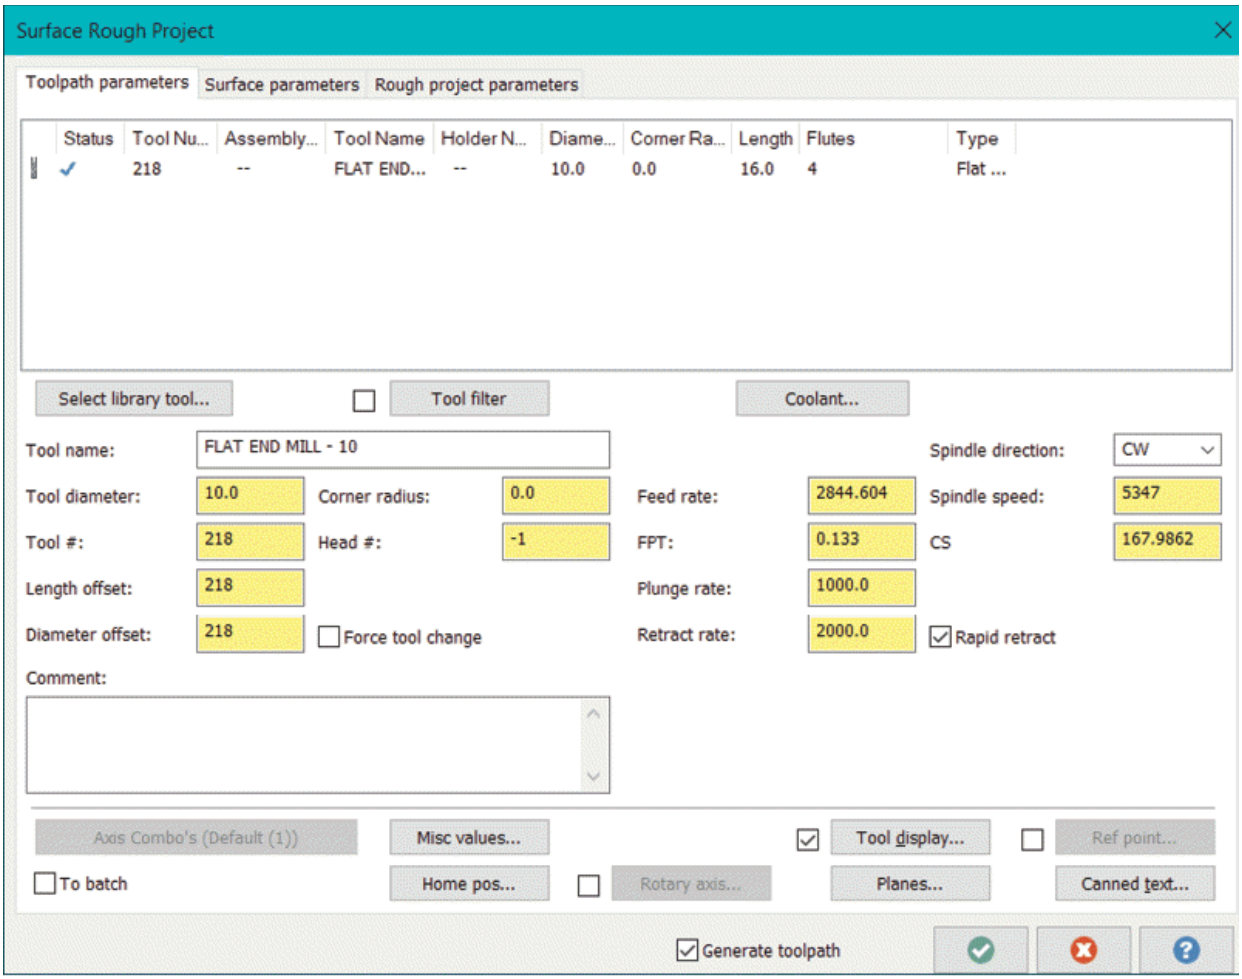

Figure-18. Surface Rough Project dialog box
- Click on the **OK** button from the dialog box. The **Surface Rough Project** dialog box will be displayed; refer to Figure-18.